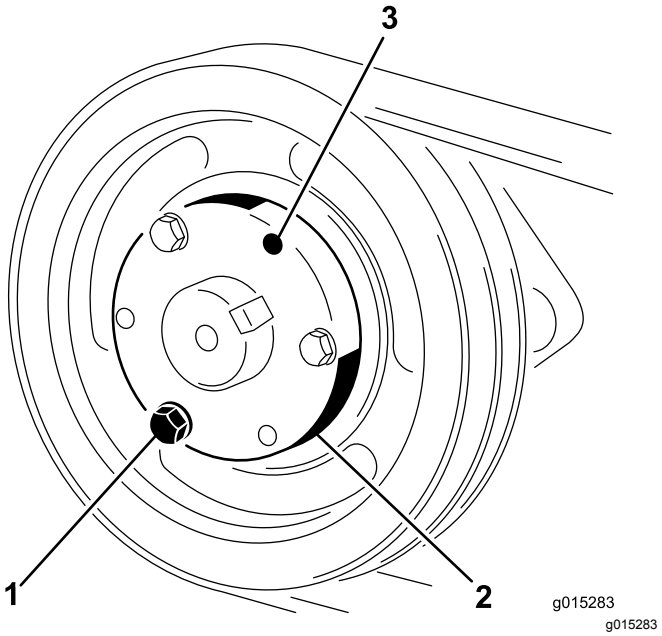

Figura 26
1. Rimuovete i bulloni e le rondelle di fermo uno alla volta e avvitateli nei fori adiacenti (Figura 26).